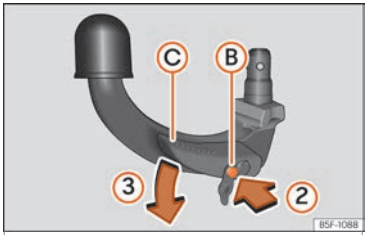

Fig. 293 Step 2.
- Press the release bolt (B) in the direction of arrow (2), and at the same time press lever (C) in the direction of arrow (3) as far as it will go ››› Fig. 293.